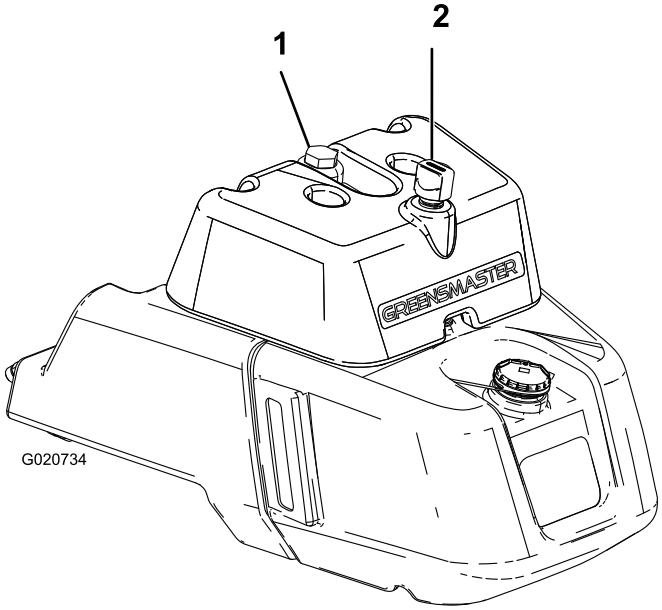

**Figur 27**
2. Fjern hætten fra beholderen (Figur 27).